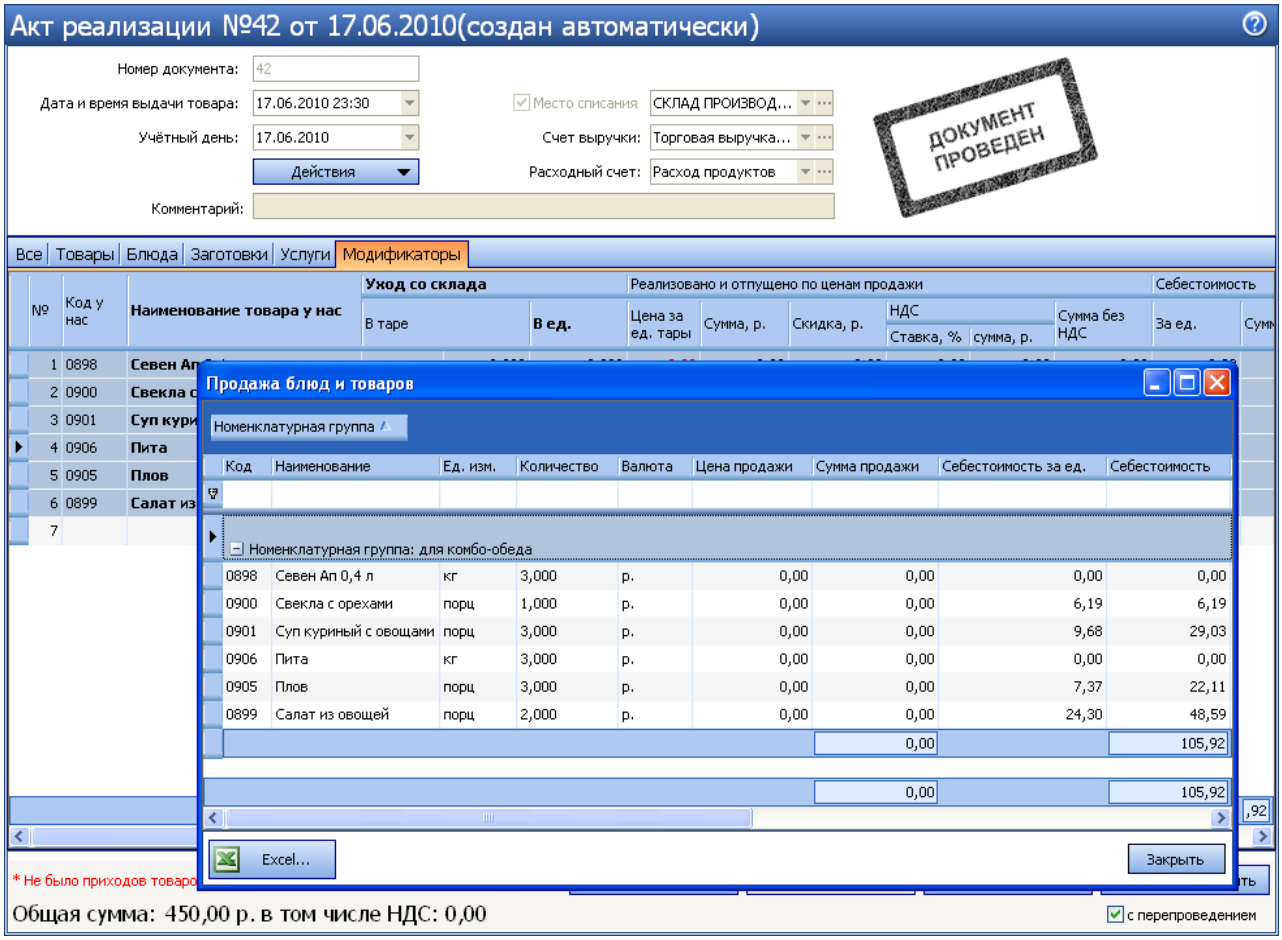

Рисунок 209 Акт реализации – Продажа блюд и товаров
- В Актах реализации на закладках **Модификаторы** и **Блюда**, отчет «Продажа блюд и товаров» (см. Рисунок 209).